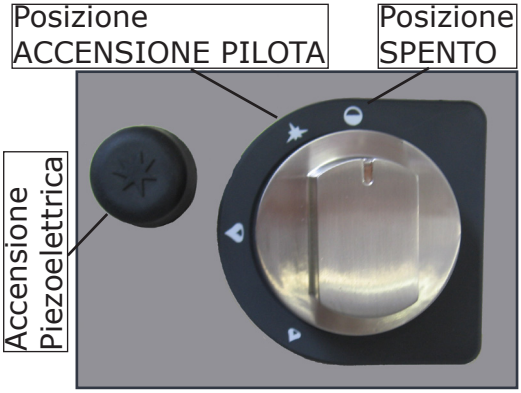

Fig.12
- girare la manopola e tenerla premuta sulla posizione di accensione del bruciatore pilota✶(**Fig. 12**) e contemporaneamente premere ripetutamente